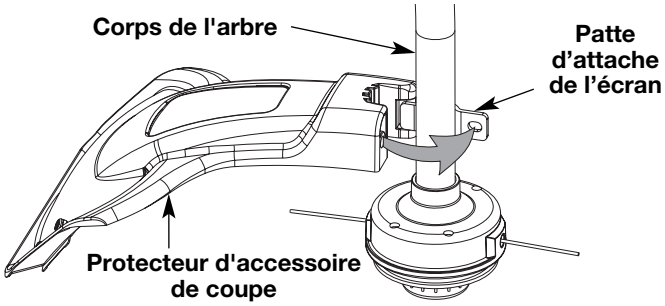

Fig. 4
1. Placez l'écran de l'accessoire de coupe sur le logement de l'arbre. Veillez à ce que la patte d'attache de l'écran glisse dans l'encoche au bord de l'écran de coupe. Tournez l'écran dans le sens contraire des aiguilles d'une montre (Fig. 4) pour le mettre en place. Les trous dans la patte d'attache de l'écran et l'accessoire de coupe s'aligneront.